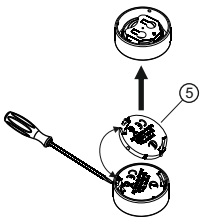

fig.4
BATTERY REPLACEMENT (fig: 4,5,6,7):
- Remove the cap of the CALL-ME support (5) by levering with a screwdriver (fig. 4)
AUSTAUSCH DER BATTERIE (Abb. 4,5,6,7):
- Den Deckel der Halterung CALL-ME (5) durch Hebelwirkung mit einem Schraubenzieher entfernen (Abb. 4).